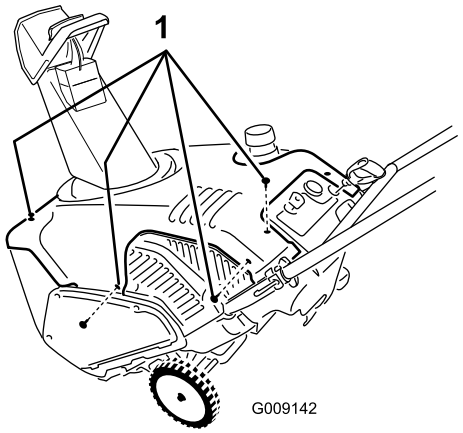

Figur 28
3. Fjern og gem de fastspændingsanordninger, der fastgør afskærmningen som vist (Figur 28).